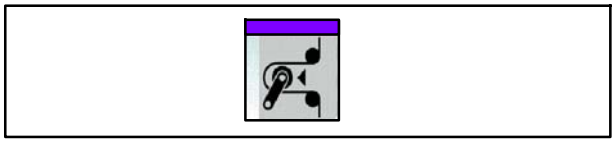

Fig. 34 Touche Enclencher/couper la tension de bande
3. Appuyer sur la touche Enclencher/couper la tension de bande (Fig. 34) pour couper la tension de bande